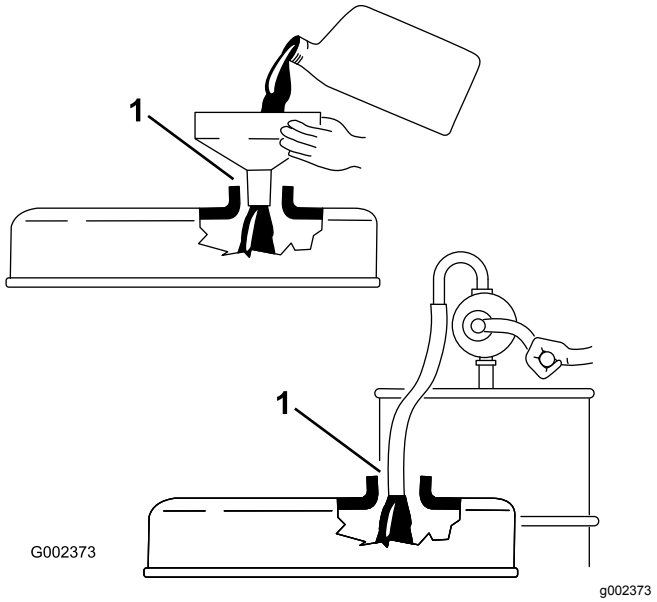

Figure 43
3. If the oil level is low, remove the filler cap (Figure 43) and add enough oil to raise the level-of-the-oil to the Full mark on the dipstick.
Important: **When adding engine oil or filling oil, there must be clearance between the oil fill device and the oil fill hole in the valve cover as shown in Figure 43. This clearance is necessary to permit venting when filling, which prevents oil from overrunning into the breather.**